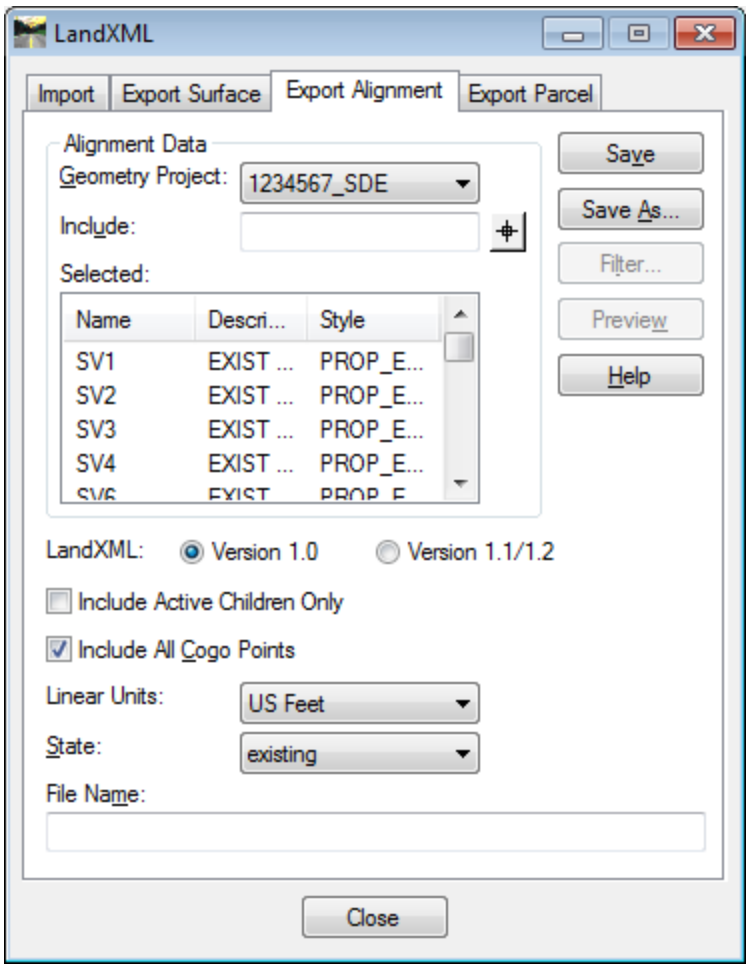

Figure L13-10 LandXML
26.	**Make the Export Alignment tab the active tab.** • Click on the **Export Alignment** tab. • In the **Geometry Project:** pull down – select ***1234567_SDE***. • Place a check mark in the ***Include All Cogo Points*** check box. • Place your cursor in the **Include:** field to activate the **Filter** button. • Click the **Filter** button and the **Geometry Selection Filter** dialog opens. • In the **Geometry Selection Filter** dialog, click the **All** button to move all the Survey Alignments from the **Available:** field to the **Selected:** field. • Click **OK**. • In the **Linear Units:** pull down – select ***US Feet***. • In the **State:** pull down – select ***existing***. • The selected Alignments are populated in the **LandXML** dialog as shown in *Figure L13-10*. Ensure your inputs match the screen capture below.